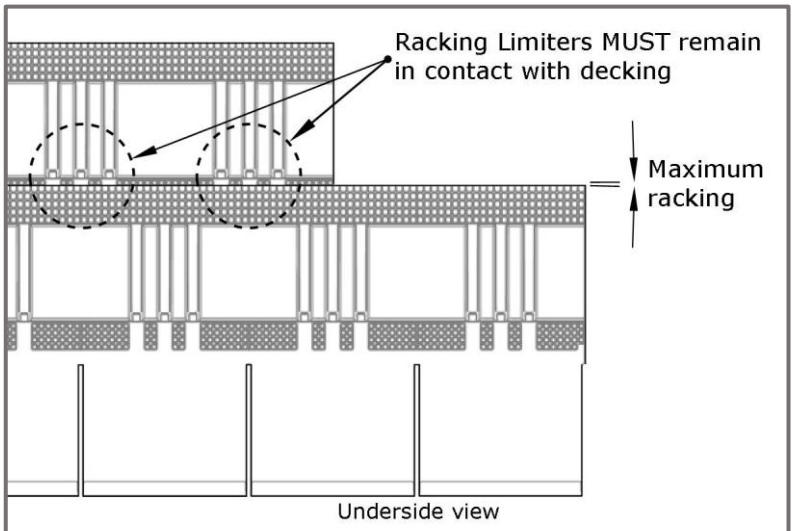
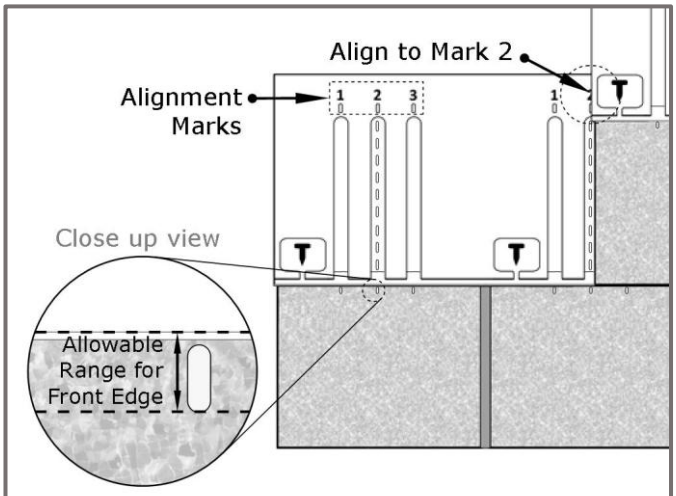

FIGURE 10 - Shingle Rack
FIGURE 11 - Align to Mark 2
- F-WAVE® REVIA® XTM Roofing Shingles have been designed to allow some rack (skew) when installed. See **Figure 10**, and **Figure 11**.
- For Designer Slate: American Blends, always place the edge of the shingle on alignment mark **#2**. See **Figure 11**.